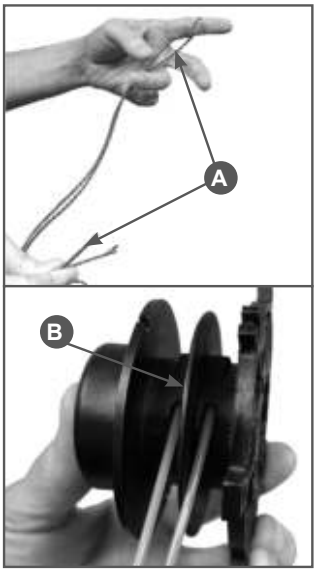

Рис. 17 Подготовка корда
2. Отрежьте корд длиной примерно 3,5 м. Сложите его вдвое и выровняйте концы (Рис.17А). Свободные концы корда вставьте в отверстия в катушке (Рис.17В).